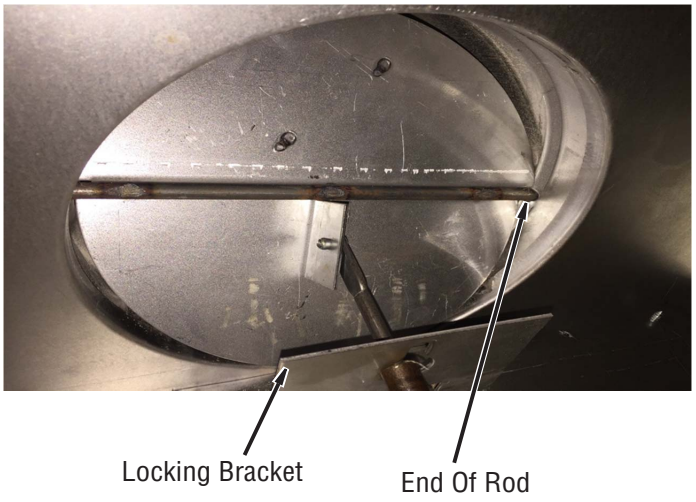

Figure 2 - Removing Damper Plate
1. Remove the locking bracket and save. Remove existing damper rod/plate by cutting off both ends of the rod. A disc saw or a Dremel tool with a small diameter disc is recommended (see Figure 2).